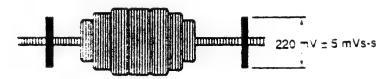

Abb. 4-112
(9) **Abgleich des Aufnahme-Chromasignalpegels (Abb. 4-112, 4-151)**